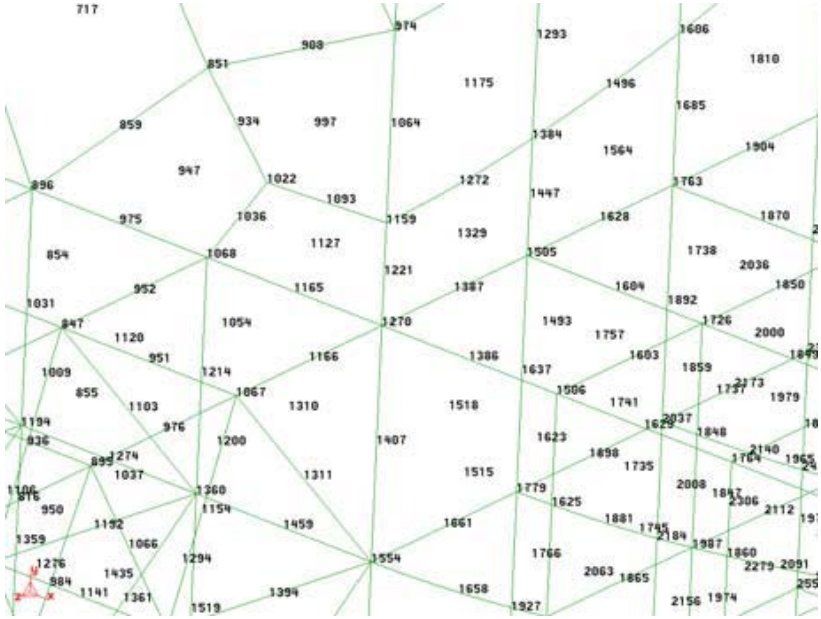

Figure 18. Each number identifies a node. There is a node at each vertex, at the midpoint of each edge and in the center of quadrilaterals and hexahedra.
37. Select **Label→All in→Points** (see Figure 18).